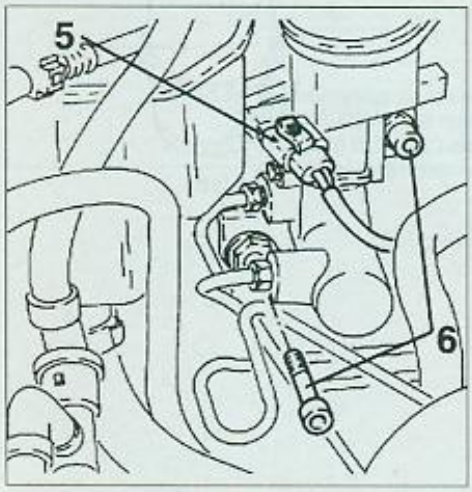
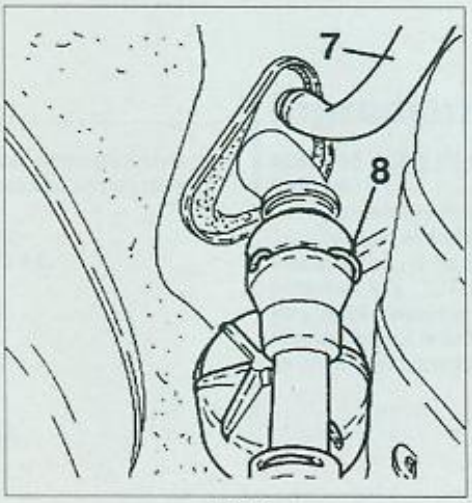

FIG. 4
FIG. 5
• Débrancher le connecteur (5) du témoin de niveau de liquide de freins (Fig.4).
• Déposer les 2 vis de fixation (6) du servofrein.
• Débrancher le tuyau d'alimentation (7) du circuit d'embrayage (Fig.5).